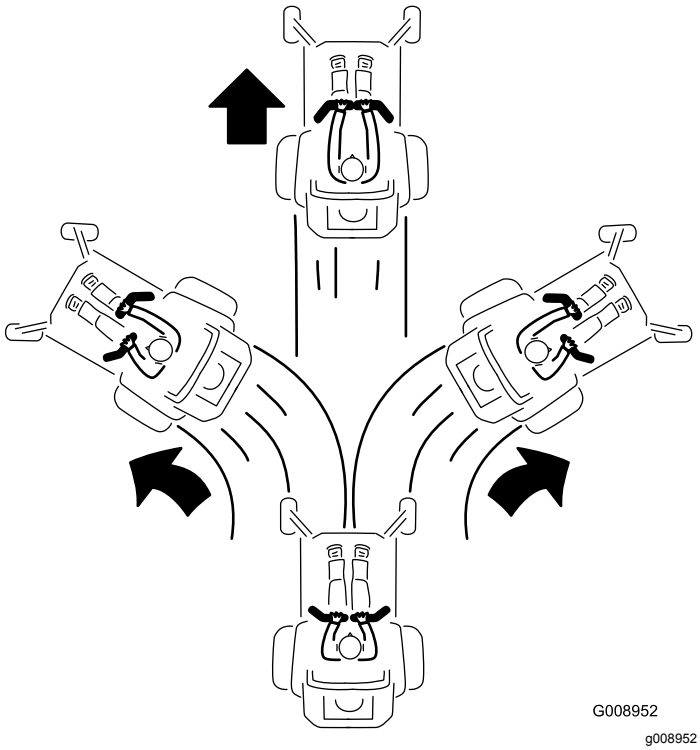

Figuur 23
3. Om vooruit te rijden, duwt u de rijhendels langzaam naar voren (Figuur 23).